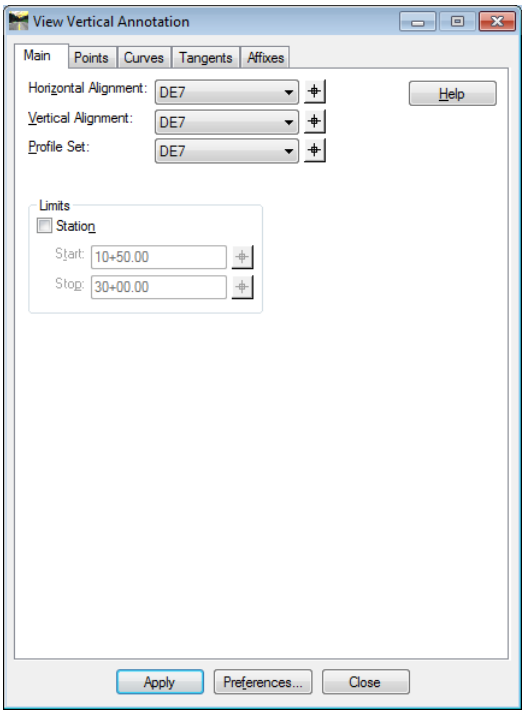

Figure L6-5 MicroStation Window
18.	**Open the View Vertical Annotation Dialog.** • In InRoads, Select **Geometry ► View Geometry ► Vertical Annotation**. The **View Vertical Annotation** dialog opens as shown in *Figure L6-5*. *The View Vertical Annotation dialog opens.*